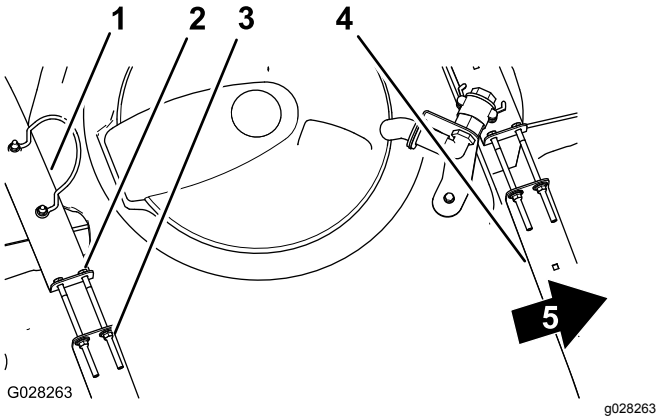

Figur 18
2. Kontrollera om det finns något spel mellan tankremmarna och tanken (Figur 18).
3. Om tankremmarna sitter löst mot tanken drar du åt flänslåsmuttrarna och skruvarna upptill på remmarna tills remmarna sitter tätt mot tanken (Figur 18).